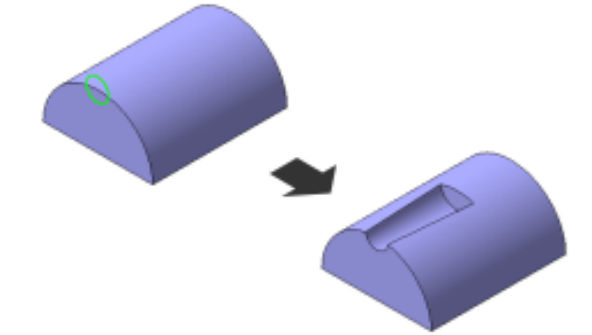

Рис. 7.5
– ***Вырезать выдавливанием*** – создание элемента перемещением сечения по прямолинейной направляющей (рис. 7.5);